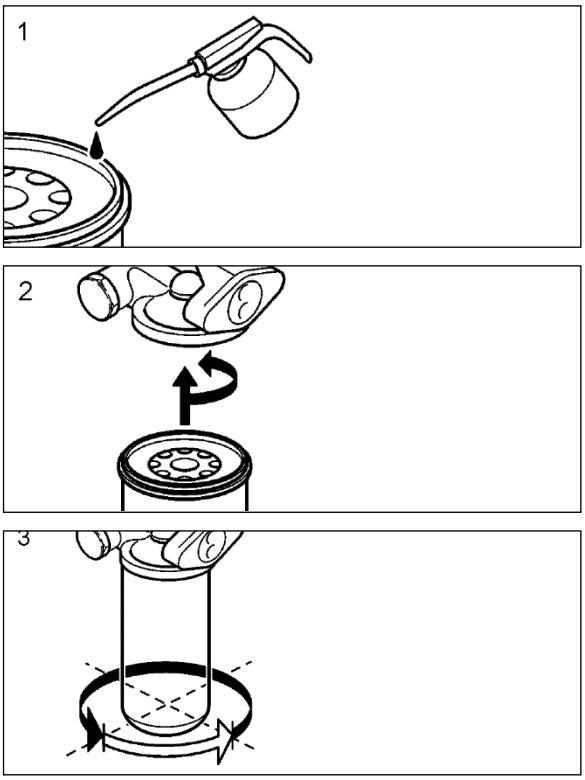

FIGURE 11: OIL FILTER REPLACEMENT
- Prefill the new oil filters with approved engine oil. Refer to Figure 11, also, lubricate the filter gaskets with engine oil (1). Hand tightens the oil filters until they contact the sealing surface of the oil filter housing (2). Manually tighten the oil filters an additional ¾ to 1 full turn (3).